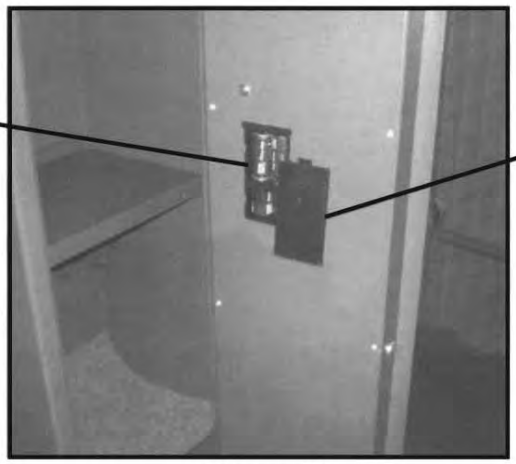

Figure 5
1. If the Low Battery Light goes on, it is time to change the Batteries. Follow the instructions for opening the Safe. The Battery Compartment is located on the inside of the Door. With a flat head screwdriver (not included), gently pry off the Battery Cover of the Battery Compartment, remove used batteries, and insert four new (C) Batteries (12). **Note:** Orient each battery with negative polarity touching each spring. Reinstall battery cover by placing it low against the Battery Compartment and sliding it upward until it locks in place. Once you have changed the batteries, be sure to test your Code before you close the Door again. ***See Figure 5.***